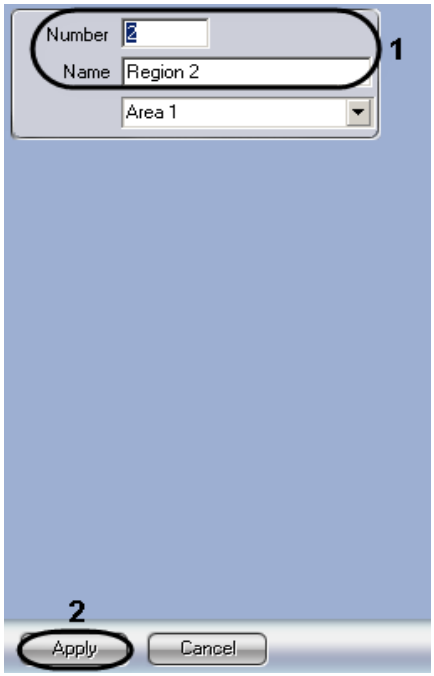

Figure 8.26-3 Number and name of the "Region" object
1.2. Type-in the number and name of the object in the corresponding fields (Figure 8.26-3, 1).
1.3.Click the "Apply" button (Figure 8.26-3, 2).